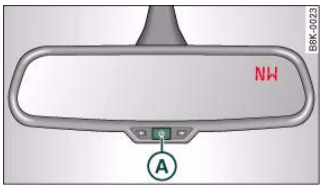

Fig. 70 Interior mirror: activated digital compass
– To switch the compass on and off, press and hold button (A) until the compass display in the mirror ⇒ fig. 70 appears or disappears.
– Press and hold button Ⓐ ⇒ *page 68,* fig. 70 until the currently set zone number is displayed on the interior mirror.